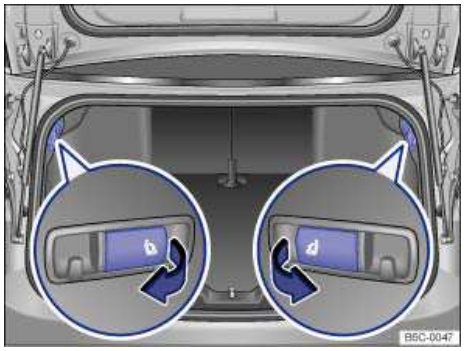

Fig. 93 In the luggage compartment: Release lever for the left and right sections of the rear seat backrest.
- Pull the release lever for the left or right ⇒ fig. 93 rear seat backrest in the direction of the arrow.